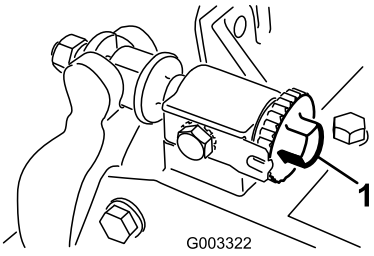

**Figuur 25**
1. Draai de messenkooi en de snijplaat van elkaar af door de stelknoppen van de snijplaat (Figuur 25) naar links te draaien totdat er geen contact meer is.